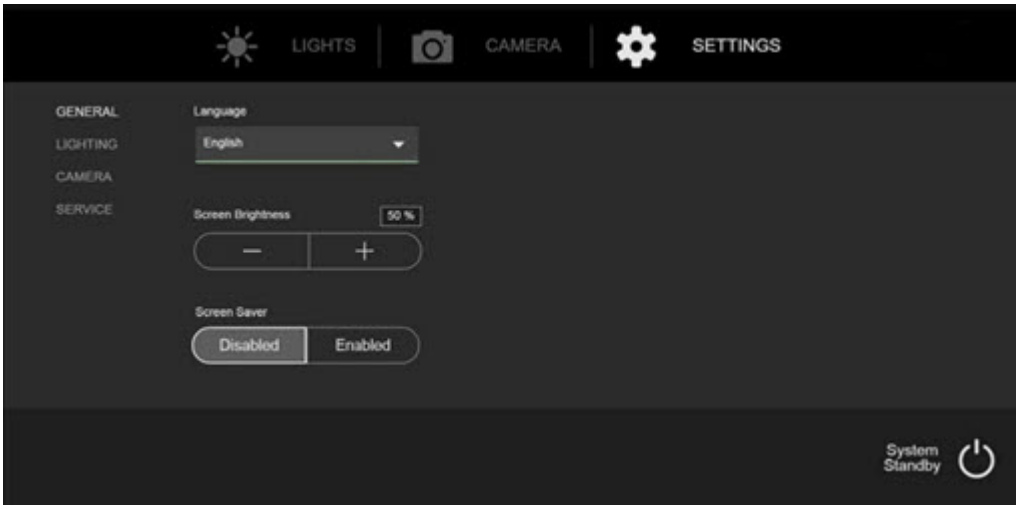

Figura 6-38. Seleccione el idioma
1. Pulse el botón Configuración en el IWC. Consulte la *Figura 6-38*.